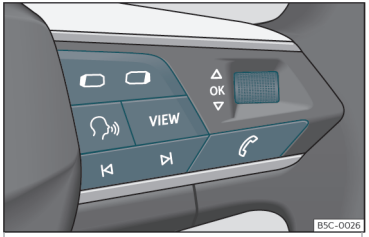

Fig. 60 Lato destro del volante multifunzione: tasti per l'utilizzo dei menu e delle indicazioni informative del quadro strumenti.
In presenza di un avvertimento con priorità 1 ›› pag. 75, non sarà possibile accedere ad alcun menu. Alcuni avvisi possono essere confermati o nascosti con il tasto OK del volante multifunzione›› fig. 60 .
- Se viene visualizzato un messaggio o il pittogramma di un veicolo, premere il tasto OK ›› fig. 60, se necessario ripetutamente.
- Per cambiare menu usare i tasti ▭ o ▭ ›› fig. 60.
- Per aprire il menu o l'indicazione informativa visualizzata premere il tasto OK›› fig. 60 o attendere alcuni secondi, finché il menu o l'indicazione informativa non si aprirà automaticamente.
- Nel menu visualizzato ruotare la manopola destra del volante multifunzione›› fig. 60 finché non verrà marcata l'opzione del menu desiderata. L'opzione appare contrassegnata.
- Premere il tasto OK›› fig. 60 per effettuare le modifiche desiderate. Una marcatura indica che il sistema o funzione in questione è attivato. »
Premere il tasto ▭ o ▭ ››› **fig. 60** .